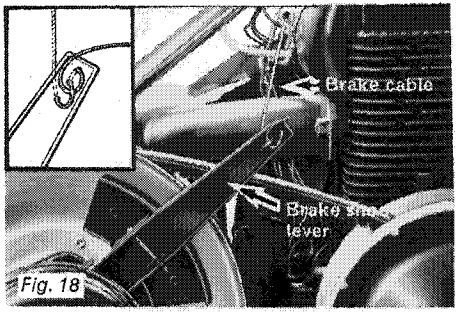

Fig. 18
1. With cab tilted, loosen brake cable at point where it joins the brake shoe lever, noting carefully how cable has been secured by manufacturer (See Fig. 18).